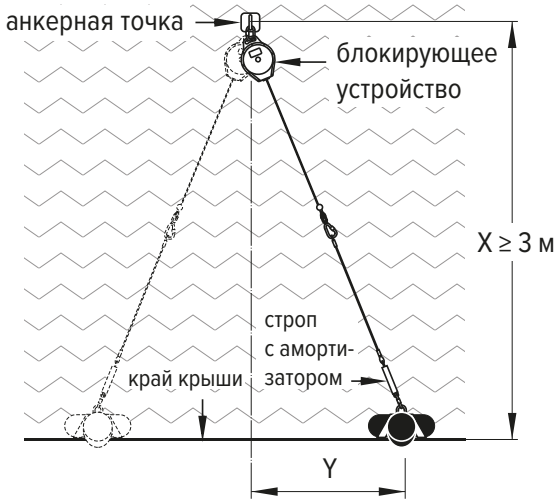

Рис. 4
- Блокирующее устройство устанавливается к анкерной точке таким образом, чтобы до края рабочей рабочей зоны оставалось расстояние не менее 3 м (расстояние X – рис. 4, 5). Анкерная точка устанавливается на одном уровне с краем рабочей зоны, с которого может произойти падение, либо выше этого уровня.
- Пользователь может перемещаться в боковом направлении на расстояние Y (рис. 4).